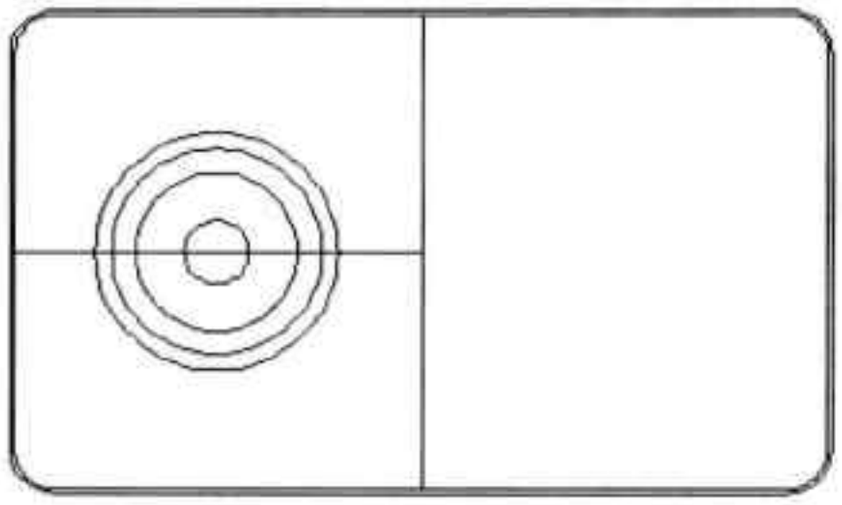

图6-80 偏移圆形
Step07 执行“偏移”命令，将刚偏移的圆依次向内偏移 30mm 和 60mm，其结果如图 6-80 所示。